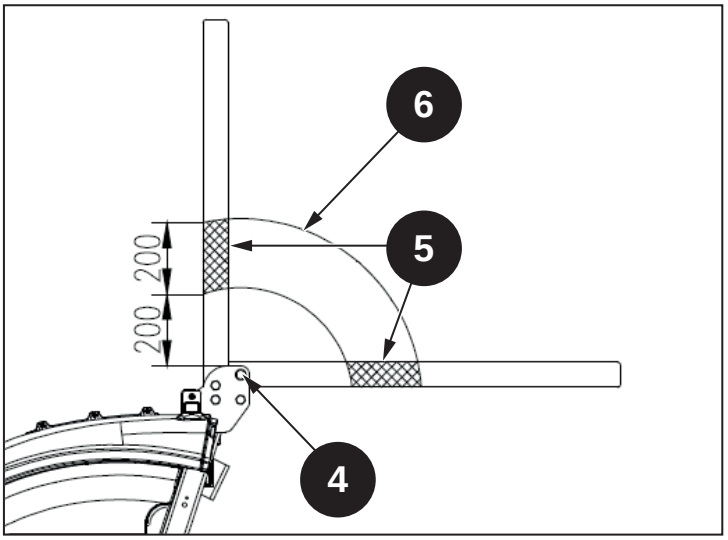

Rys.4.36
- Odkręcić śruby mocujące (1) i (2).
- Poluzować śrubę mocującą (3).
- Chwycić rękami ramę w miejscu pokazanym na Rys. 4.36 i powoli opuścić ramę do pozycji złożonej.
- Zablokować ramę, dokręcając śruby mocujące w punkcie (4) pokazanym na Rys. 4.36, na prawym i lewym słupku.
- Dokręcić do oporu wcześniej poluzowaną śrubę (3) na prawym i lewym słupku.